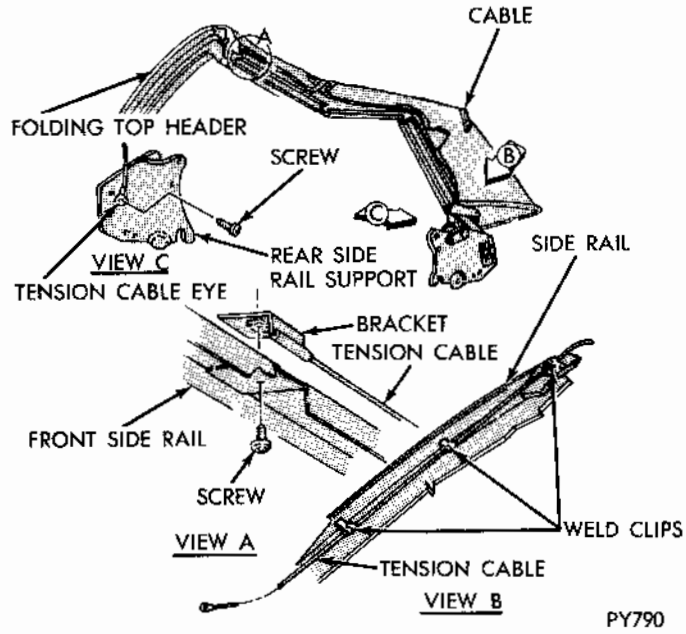
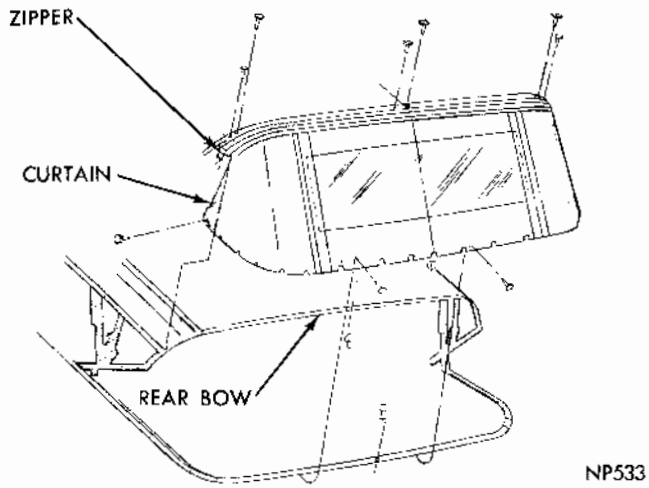

Fig. 7 Side Tension Cable
Fig. 14 Rear Curtain Assembly
SIDE TENSION CABLE (Fig. 7)
(9) Remove top and rear curtain material from roof rail (Fig. 14).
(10) Remove sealing tape, staples, drive nails and tacks at the top header.
(11) Mark location of top material bead on ends of cover pads and loosen seals at corners.
(12) Remove front screws from front roof rail weatherstrip retainers and remove locking flaps from between retainer and roof rail.
(13) Remove cover cables at front roof rail weatherstrip retainers and at rear pillars (Figs. 7 and 15) if original cover is to be reinstalled tie a cord to one end of cables prior to removing. When cables are removed cord should be left in listing.
(14) Remove cover from the folding linkage.
(15) Remove rear curtain assembly.